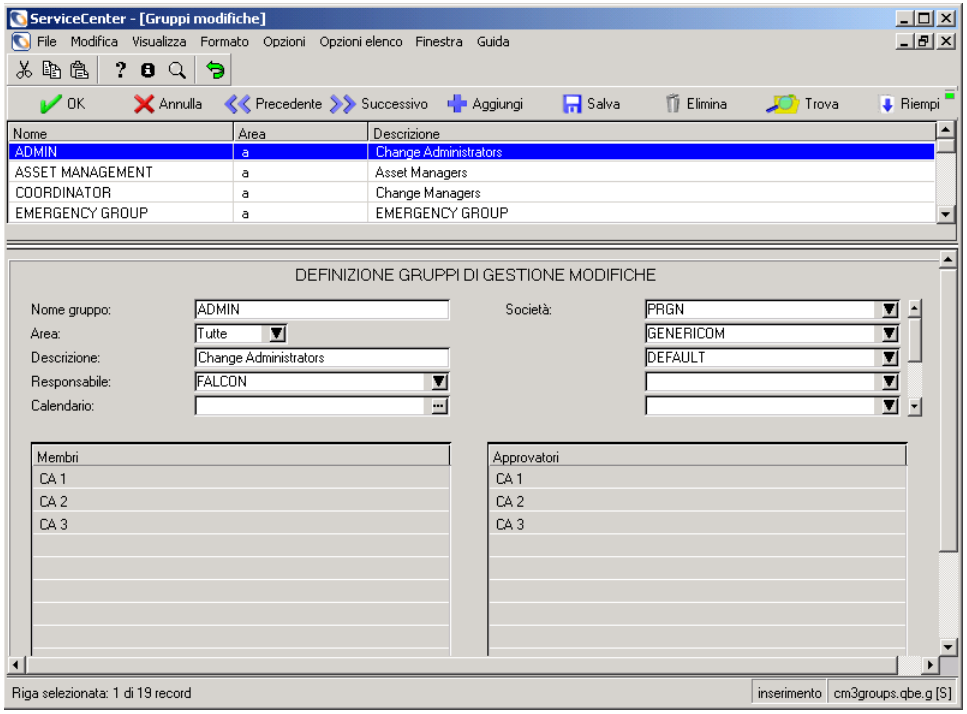

Figura 10-13: Diritti di messaggistica per membri (revisori) e approvatori
- Fare clic su **Cerca** per eseguire una query *generica* e visualizzare un elenco di tutti i record di gruppi messaggi. Selezionare un record da copiare. Se si decide di copiare un record esistente, accertarsi di **aggiungere** il nuovo record per crearlo, piuttosto che modificare il record selezionato esistente. La Figura 10-13 mostra un elenco QBE di record.